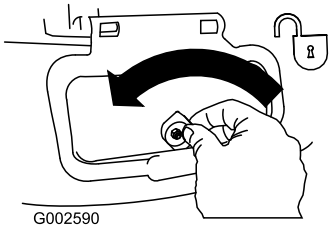

Figuur 30
1. Ontgrendel het deurtje van het zijuitwerpkanaal (Figuur 30).